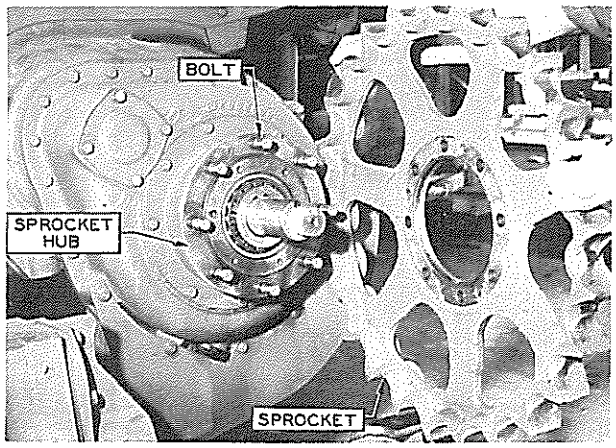

FIG. 6
4. Jack up rear end of tractor high enough to remove sprocket. (By releasing the steering clutch, the sprocket will rotate around the release housing rear cover). See Fig. 6.